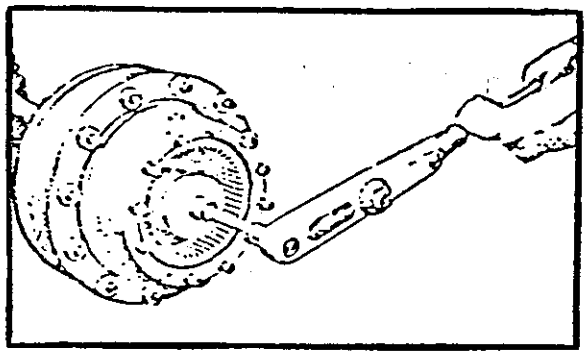

FIGURA 1
A. Assente os rolamentos e demais componentes apertando a porca de ajustagem (vide Figura 1) com o torque recomendado na Tabela 1. Este aperto deverá ser dado progressivamente e enquanto o cubo é girado em ambas as direções.